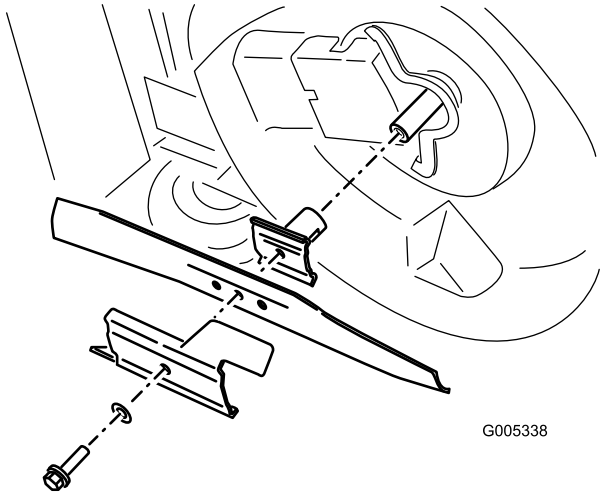

Figure 27
4. Tip the mower onto its side with the air filter up (Figure 27).
Grasp the end of the blade using a rag or a thickly padded glove. Remove the blade bolt, accelerator, and the blade (Figure 27).